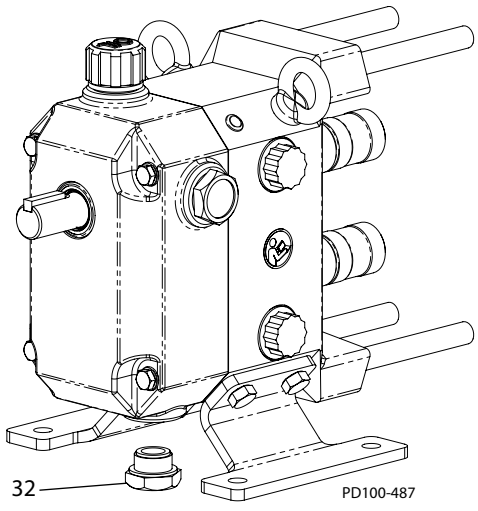

Afbeelding 37 - De olieaftapplug verwijderen
1. Verwijder de onderste aftapplug (Afbeelding 37, item 32) en aat de olie in een geschikte container lopen. Verwijder de gebruikte olie volgens de plaatselijke voorschriften.